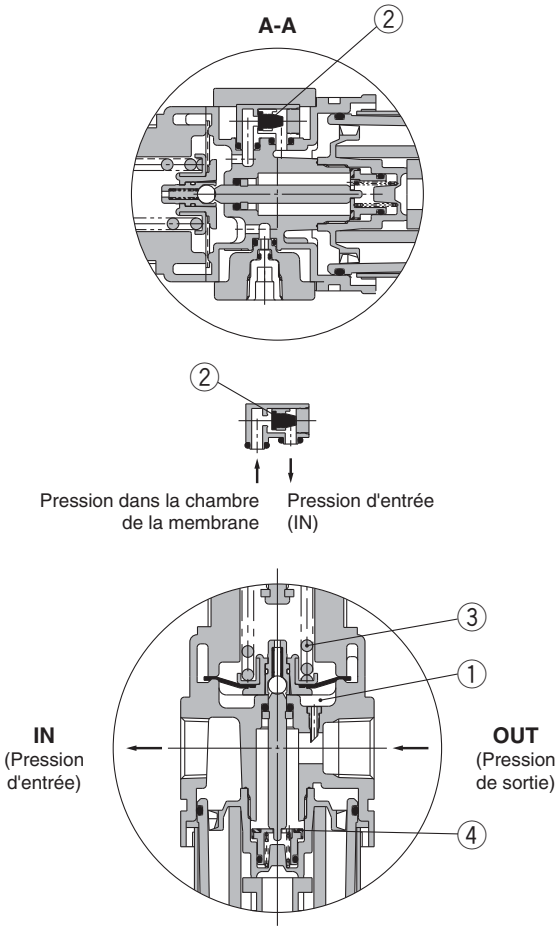

Figure 2 Débit inversé
Lorsque la pression à l'admission est coupée et évacuée, la pression à l'admission appliquée au clapet ① est perdue. La force d'appui du clapet ① réside dans la force du ressort ② uniquement. Lorsque le clapet ① s'ouvre sous l'effet de la force de sortie, la pression de sortie sera évacuée côté admission. (Figure 2)
Lorsque la pression à l'admission est coupée et évacuée, le clapet antiretour ② s'ouvre et la pression dans la chambre de la membrane ① est évacuée côté sortie (Figure 2).
La pression baisse dans la chambre de la membrane ① et, la force générée par le ressort du régulateur de pression ③ elève la membrane. le clapet ④ s'ouvre grâce à la tige et la pression de sortie est libérée du côté admission (Figure 2).